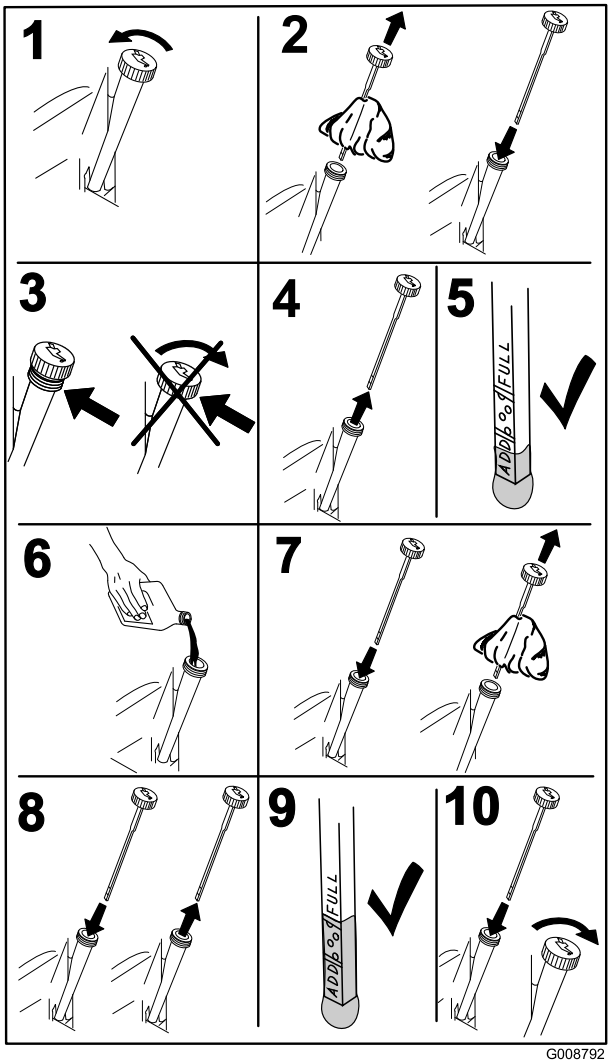

Figuur 38
4. Zet de motor af, verwijder het contactsleuteltje en wacht totdat alle bewegende onderdelen tot stilstand zijn gekomen voordat u de bestuurderspositie verlaat (Figuur 38).